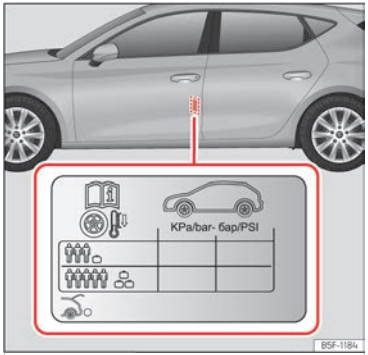

Fig. 254 Ubicación del adhesivo de la presión de inflado de los neumáticos.
- Adapte la presión de los neumáticos a la carga que lleva el vehículo ››› fig. 254.
Los valores de la presión de inflado se indican en la etiqueta adhesiva situada en la zona posterior del marco de la puerta delantera izquierda ››› fig. 254.
La presión de los neumáticos se debe adaptar a la carga actual del vehículo. Si el vehículo va a ir cargado al máximo, debe aumentar la presión de inflado al valor máximo de carga indicado en la etiqueta adhesiva ››› fig. 254.
En el caso de una rueda de emergencia minimizada (125/70 R16 o 125/70 R18), inflar a 4,2 bar de presión según se indica en la etiqueta de presión de los neumáticos ››› fig. 254.
- **El conductor es responsable de que todos los neumáticos del vehículo estén inflados a la presión correcta. La presión de inflado recomendada viene indicada en un adhesivo ››› fig. 254.**
- **Con los neumáticos en frío, deberá mantenerse siempre la presión indicada en el adhesivo ››› fig. 254.**